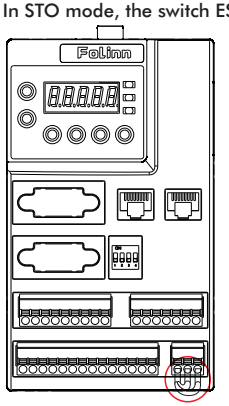

Figure 1
A. The internal circuit diagram of the safety control loop is shown in Figure 1 below.
(1) Remove the +EV, STI1, and STI2 short wires.